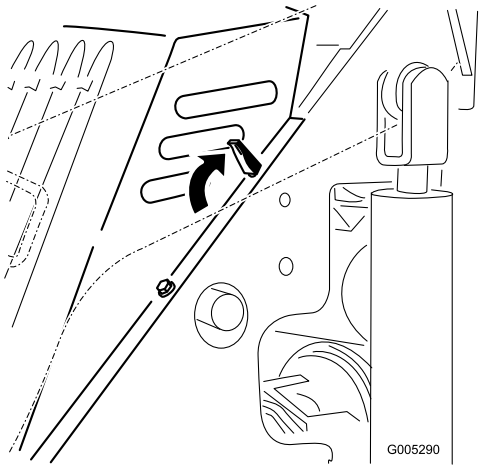

Figura 16
3. Abra las cuatro pestañas de cierre (Figura 16, pestaña superior izquierda ilustrada).
1. Coloque el capó encima del bastidor de la unidad de tracción, colocando los pernos del capó en los taladros del bastidor (Figura 16).
2. Fije el capó empujando las pestañas de bloqueo hacia adelante y hacia abajo (Figura 16)